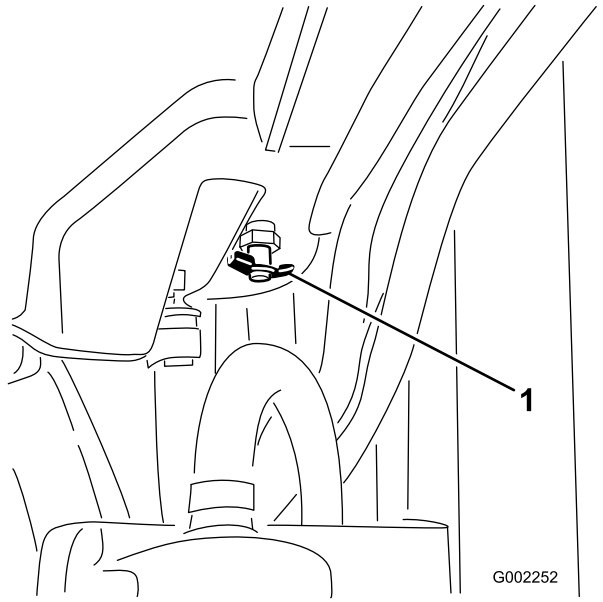

Figur 53
4. Öppna avtappningsöppningen (Figur 53) och låt kylvätskan rinna ned i kärlet.